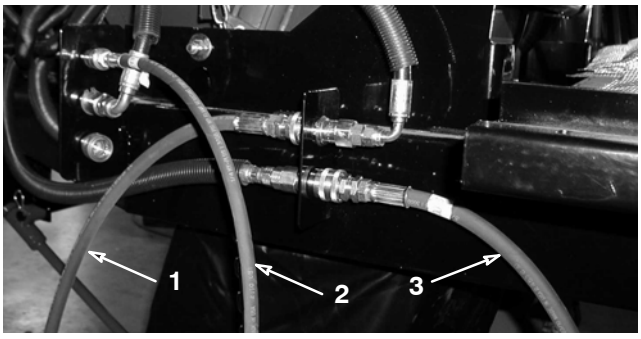

Bild 4
5. Schließen Sie die Schnellkupplungen des Hydraulikmotorschlauchs an die Versa Vac-Kupplungen an, siehe Abbildung 4.